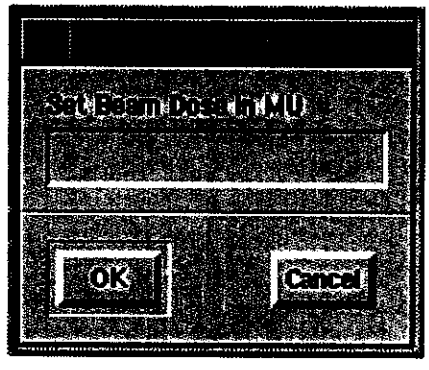

**Figure 61 Manually Set Beam Dose**
**Step 1.** Click **SET BEAM MU**, the Set Beam Dose window (*Figure 61 Manually Set Beam Dose, page 67*) appears.